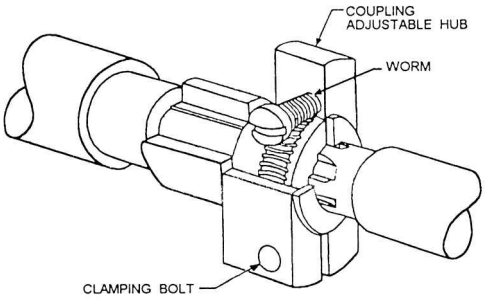

Figure 11-19.—Adjustable (vernier) coupling.
3. The adjustable (vernier) coupling, which provides a means of finely adjusting the relationship of two interconnected rotating shafts (fig. 11-19). Loosening a clamping bolt and turning an adjusting worm allows one shaft to rotate while the other remains stationary. After attaining the proper relationship, you retighten the clamping bolt to lock the shafts together again.